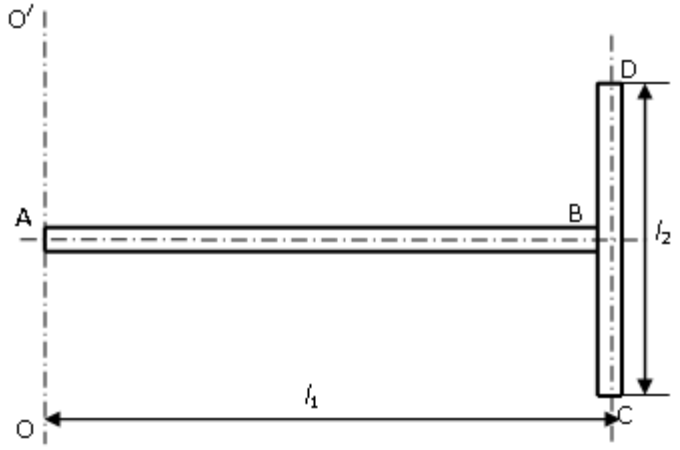

Рис.2
12. Два однородных тонких стержня: AB длиной $l_1=40см$ и массой $m_1=900г$ CD длиной $l_2=40см$ и массой $m_2=400г$ скреплены под прямым углом (рис.2).